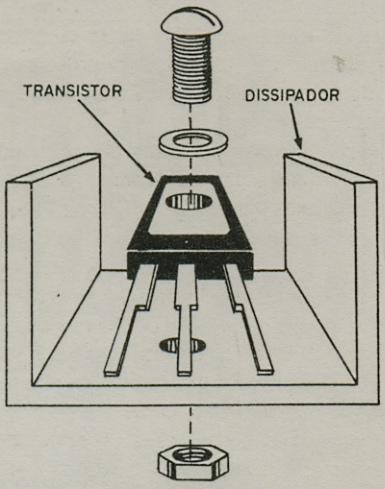

Figura 8
b) Os transistores de potência devem ser montados em dissipadores de calor de boa superfície. A montagem dos transistores nesses dissipadores é feita conforme mostra a figura 8. Para facilitar ao máximo a transferência de calor do transistor ao dissipador, pode-se usar entre ambos pasta de silicone. Os dissipadores podem ser adquiridos prontos ou então confeccionados com chapas de alumínio. Os dissipadores pretos são melhores do que os de alumínio claro em vista de oferecerem maior facilidade de irradiação de calor.